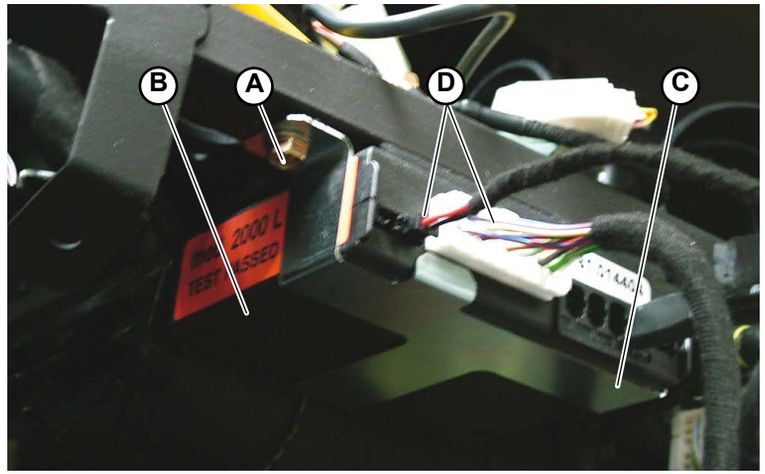

Fig.4
1. Unscrew the screws (**A-Fig.4**) securing the MED control unit (**B-Fig.4**) to the bracket (**C-Fig.4**).
2. Disconnect the various connections (**D-Fig.4**) connected to the MED control unit.